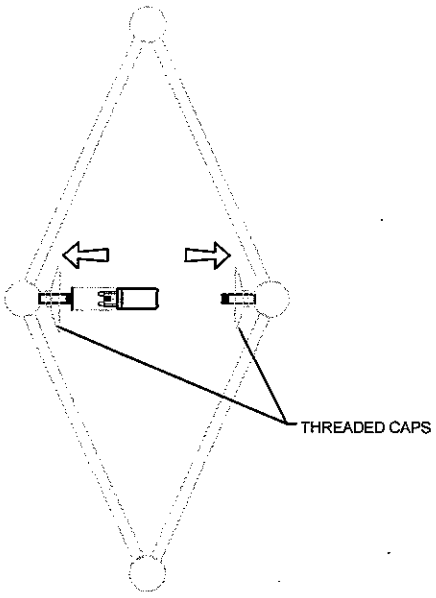

FIGURE-05
11. Loosen the threaded caps and place them on the corners. (See Figure -05)